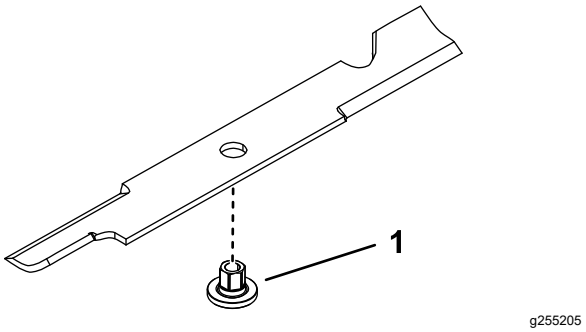

Figure 79
1. Insérez la douille dans la lame en plaçant l'embase sur le côté inférieur (côté herbe) de la lame (Figure 79).